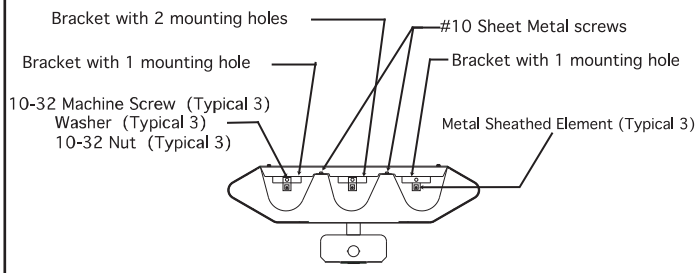

**Figure 9**
1. Remove terminal cover at each end of fixture to gain access to terminal blocks. Loosen #10 hex nut, then attach one end of element as shown in Figure 8. With one end of element attached to terminal, slide insulator over metal sheath element and attach opposite end of element. Complete assembly as shown in Figure 9 using bracket with one mounting hole (discard brackets with 2 mounting holes).